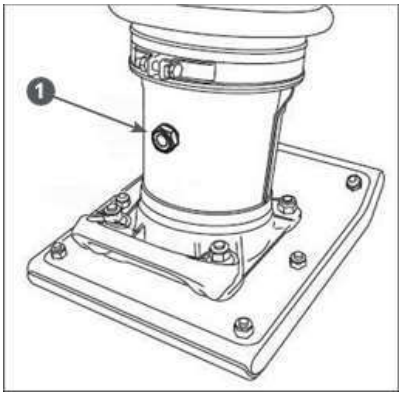

Рис.19 - Замена масла в рабочем цилиндре
Слив масла из рабочего цилиндра и заправка масла в рабочий цилиндр осуществляются через отверстие для контроля уровня масла с задней стороны рабочего цилиндра (Рис. 19).
4. Выкрутите пробку 1 и слейте масло в подготовленную для этого емкость (Рис. 19). Поднимите нижнюю часть вибротрамбовки за трамбовочный башмак для того, чтобы полностью слить масло из рабочего цилиндра.
8. Закрутите пробку 1 со смотровым отверстием для контроля уровня масла и верните вибротрамбовку в рабочее положение (Рис. 19).